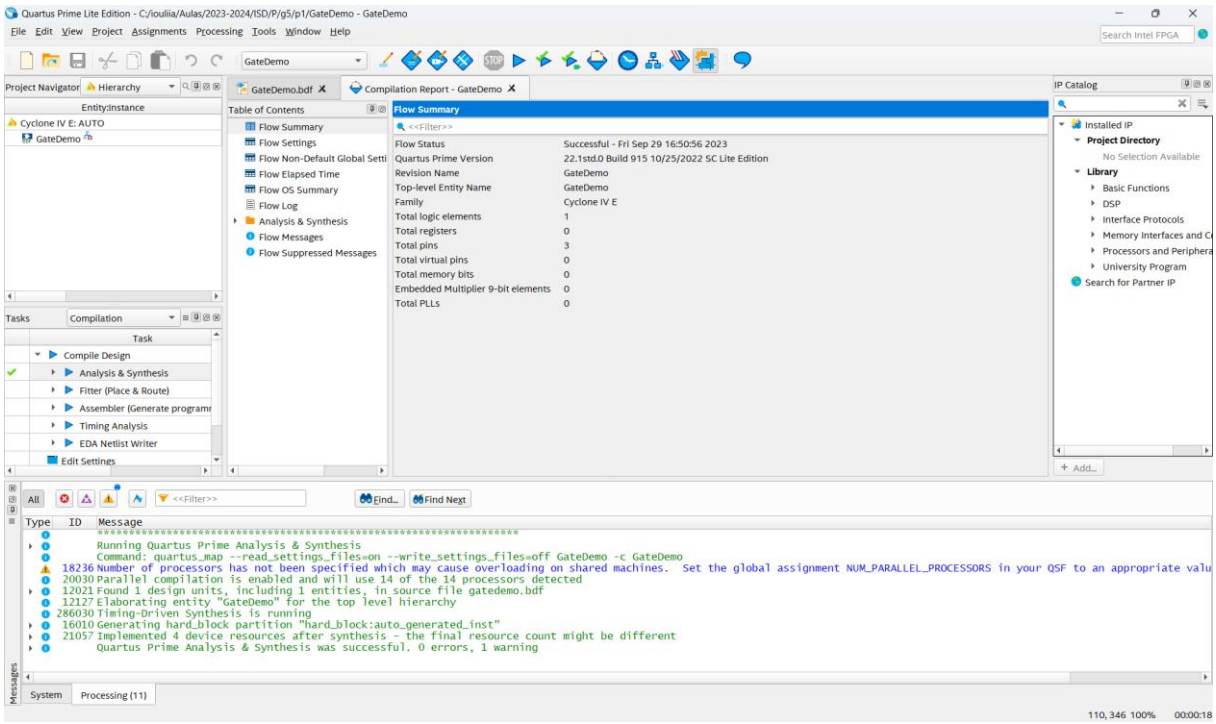

Figure 15 - "Quartus Prime" IDE after running "Analysis & Synthesis".
8. Now the behaviour of the logic gate used will be validated by simulation. However, before performing the simulation, execute the "Analysis & Synthesis" option to analyse the structural correction of the project. After running Analysis & Synthesis the IDE should look like Figure 15.